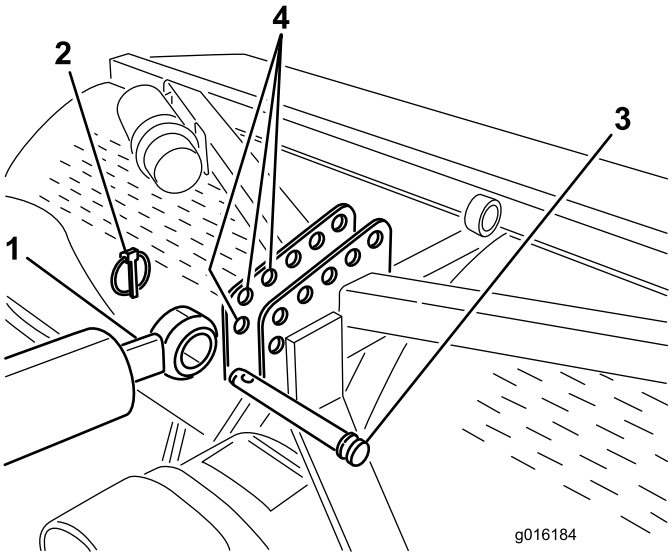
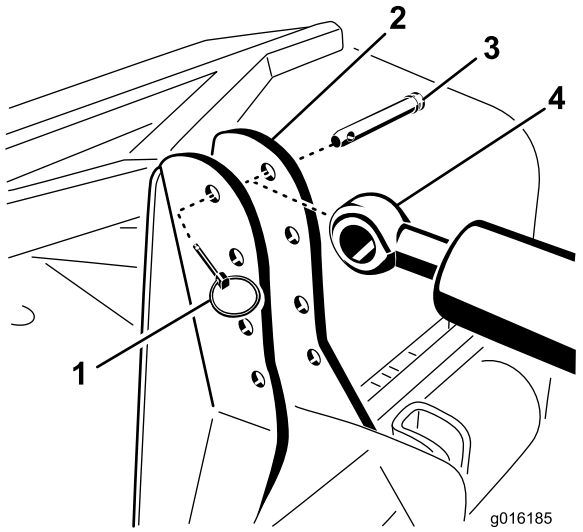
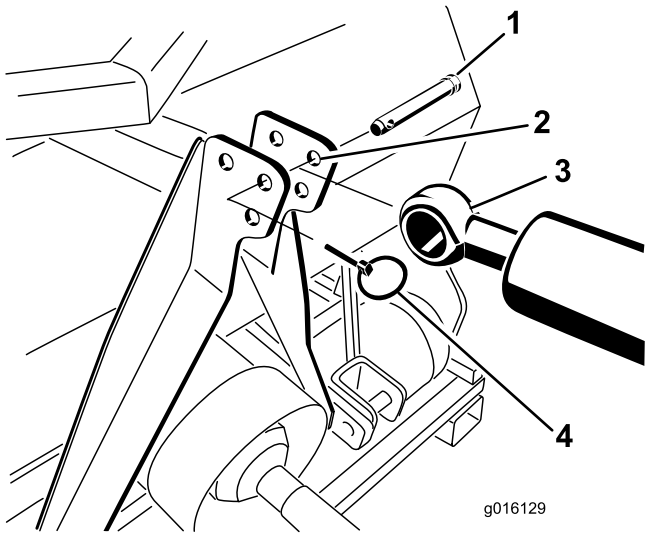

Figur 6
Figur 7
Figur 8
7. Fastgør den hydrauliske topforbindelses stangende til det hul, der er længst muligt fremme i dybdelufterens beslag, med kædebolt og ringstift (Figur 6, Figur 7 eller Figur 8).